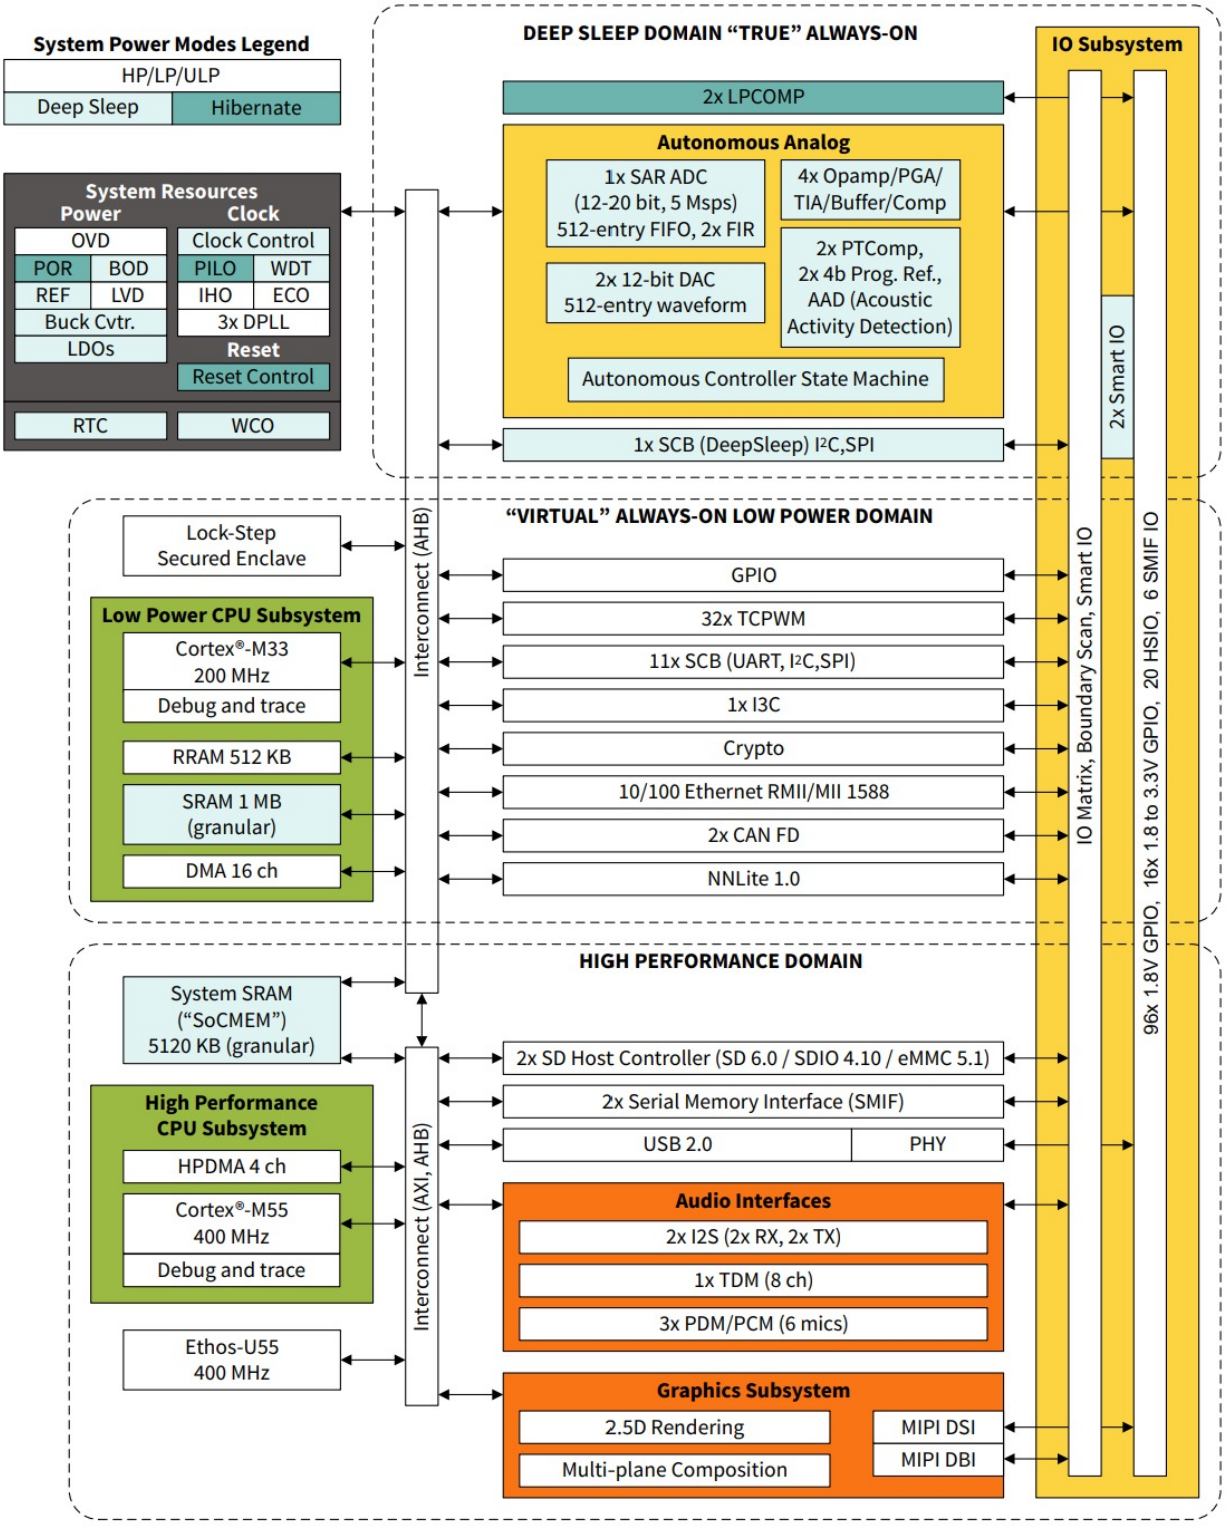

Figure 5 PSOC™ Edge E84's High-Performance domain, Low Power domain and Always-On domain
- **Autonomous analog for IOs and peripherals** can monitor sensor inputs independently and support Always-On sensing while both M33 and M55 subsystems stay in sleep mode to reduce power consumption. This autonomous analog circuitry forms the deep sleep domain in addition to the Low Power domain (with M33) and the High-Performance domain (with M55). Depending on the processing power required, the system can choose to wake up either the Low Power domain M33 or the High-Performance domain M55 (or both cores) for further sensor data processing. See Figure 5 for the three domains of E84: High-Performance domain (with M55), low power domain (with M33), and deep sleep domain (with autonomous analog).